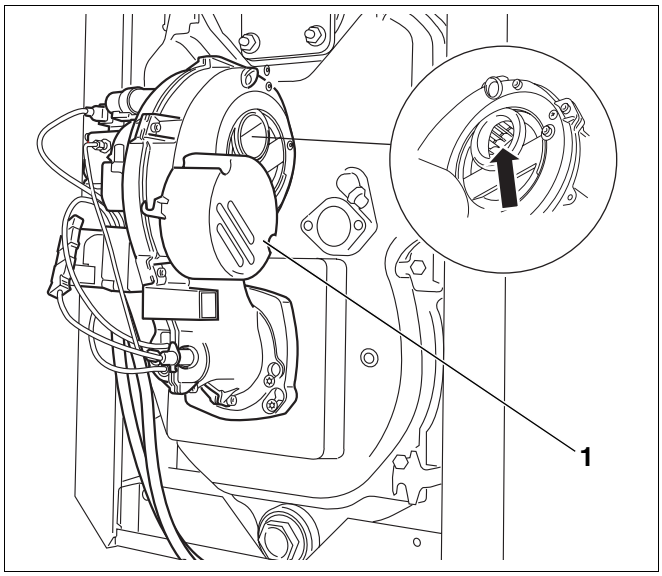

Abb. 24 Gebläserad prüfen
- Ansaugschalldämpfer nach unten drehen (Abb. 24, **Pos. 1**).
- Gebläserad auf Verschmutzung prüfen (Abb. 24).